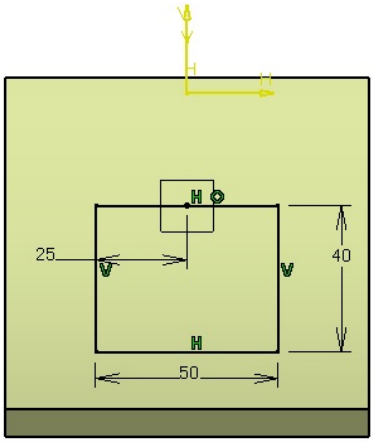

Figure 11-74 *Sketch drawn on the new plane*
8. Draw the sketch, as shown in Figure 11-74, and exit the **Sketcher** workbench. Click anywhere on the screen to exit the selection.